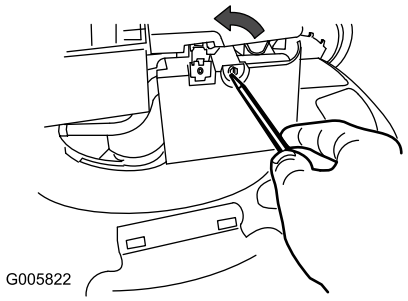

Figur 32
1. Bruk en skrutrekker til å åpne luftfilterdekselet (Figur 32).